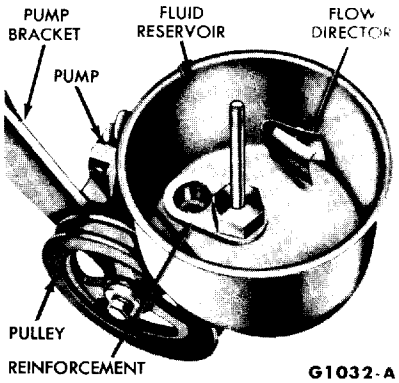

FIG. 1—Fluid Reservoir
2. On a car without air conditioning, remove the reservoir cover. Remove the reservoir retaining nut and reinforcement from inside the reservoir (Fig. 1) and lift the reservoir off the pump.